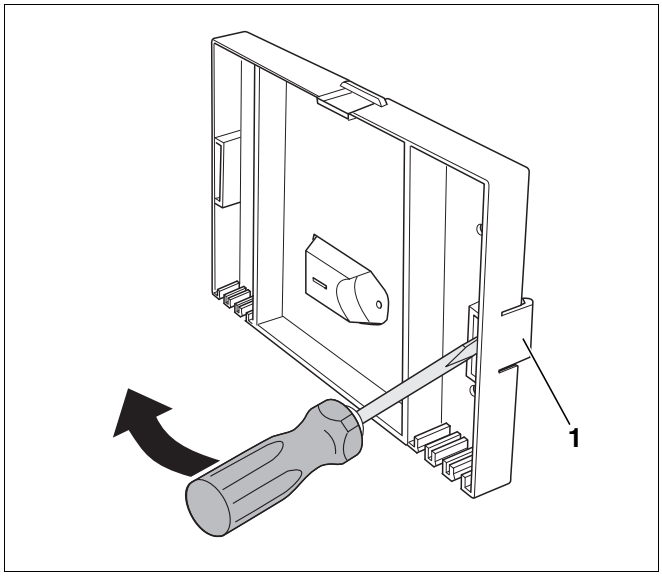

Abb. 3 Grundplatte abnehmen
- Mit Schraubendreher seitlich nach innen hebeln, um die Rasthaken (Abb. 3, **Pos. 1**) links und rechts zu entriegeln.